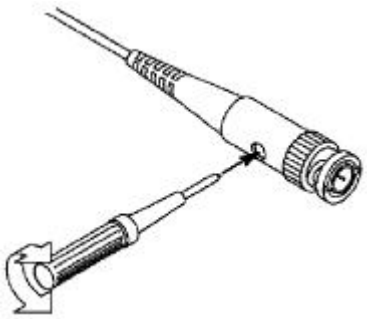

Abb. 3-7：Justierung der Sonde
2. Überprüfen Sie die angezeigte Wellenform und justieren Sie die Sonde, bis die Kompensation korrekt ist. Siehe Abb. 3-6 und Abb. 3-7.